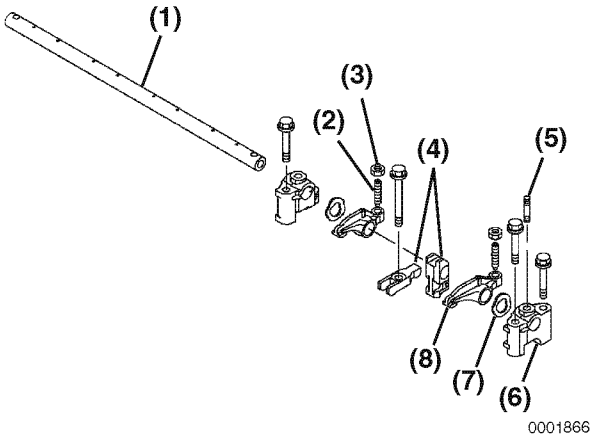

Figure 6-75
3. Lubricate the rocker arm shaft. Slide the rocker arm supports **(Figure 6-75, (6))**, wave washers **(Figure 6-75, (7))**, rocker arms **(Figure 6-75, (8))**, and fuel injector retainers **(Figure 6-75, (4))** onto the shaft.
Note: To properly align the rocker arm shaft with the rocker arm shaft supports, first reinstall one of the end rocker arm supports **(Figure 6-75, (6))** with a hole for the shaft alignment stud **(Figure 6-75, (5))**. Align the hole in the rocker arm shaft and the hole in the rocker arm support bracket. Reinstall the alignment stud.
Note: **Figure 6-75** shows components for one cylinder. Components for all remaining cylinders are assembled in the same order.
4. Position the rocker arm assembly on a flat surface. Reinstall the alignment studs **(Figure 6-75, (5))**.
6. If removed, reinstall the valve adjusting screws **(Figure 6-75, (2))** and lock nuts **(Figure 6-75, (3))**.